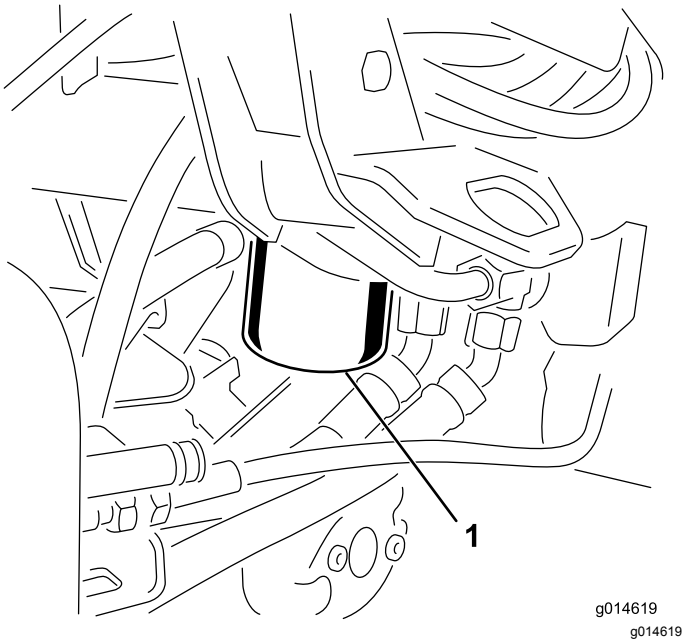

**Figur 39**
1. Rengør det område, hvor filteret monteres (Figur 39). Anbring en drænbakke under filteret, og afmonter filteret.